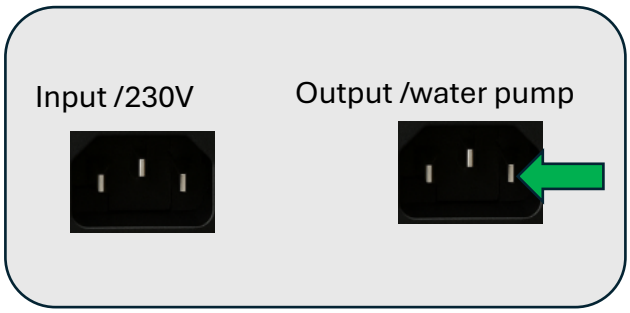

Figure 6. Connecting water pump
B. Connect the Water Pump. (Figure 6)